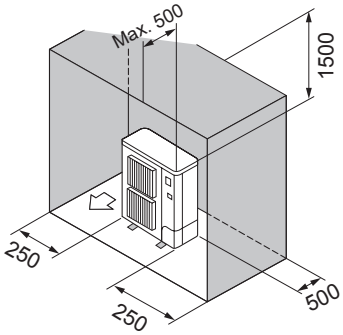

Fig. 2-12
⑥ Solo ostacoli posteriori, laterali e superiori (Fig. 2-12)